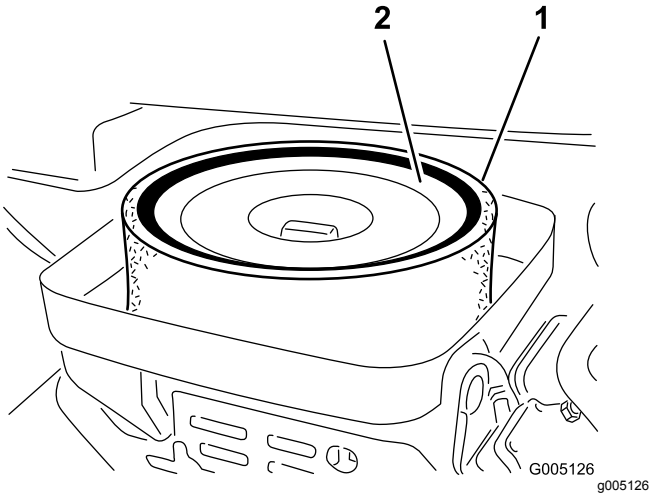

Figur 31
3. Fjern vingemøtrikken, der fastholder elementerne på selve luftfilteret (Figur 31).
4. Hvis skumindsatsen er snavset, skal det fjernes fra papirindsatsen (Figur 31). Rengør det grundigt som følger: